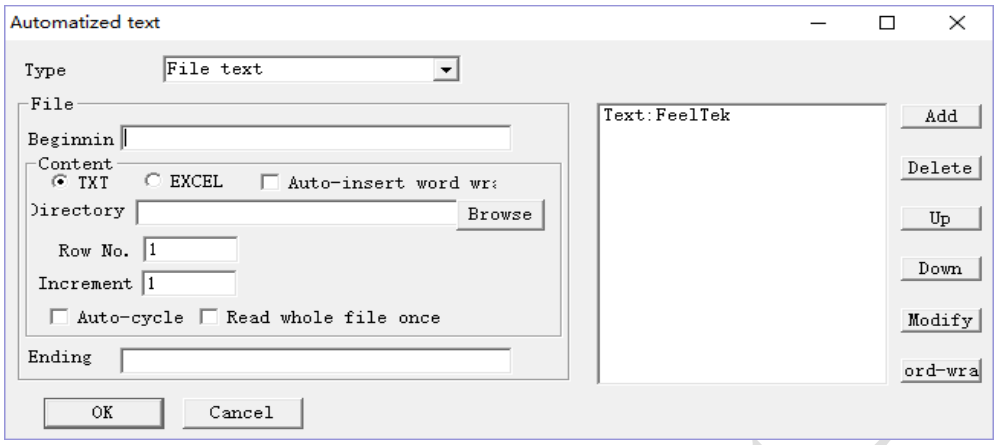

Figure 2-2-12 Automatic text--Files text mode
(2) File text: in use of current LenMark, user can call TXT text or EXCEL two formats. As Figure 2-2-12: